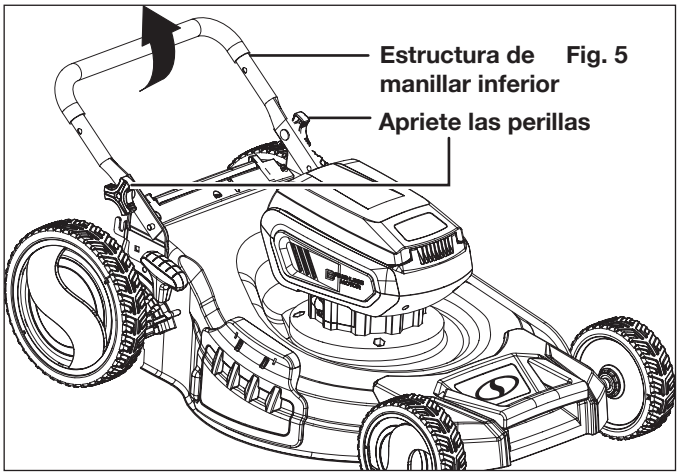

Fig. 5
1. La unidad llega con la estructura de manillar inferior en la posición de almacenamiento y el manillar superior separado. Levante la estructura de manillar inferior a la altura deseada y apriete las perillas pre-ensambladas (Fig. 5).